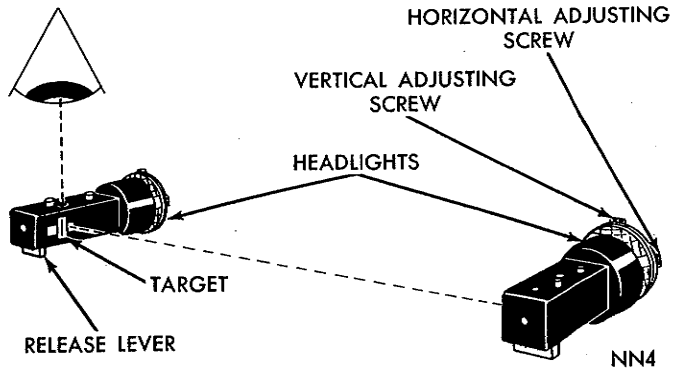

*Fig. 4—Mounting and Adjusting Aimers*
(1) While holding an aimer in alignment with lens of one headlight on Valiant, Barracuda, Satellite and Belvedere models and on an upper (top) headlight on Fury models, bring aimer up to and against head light lens. **Make certain that headlight lens pads are making full contact with aimer mounting flange and that aimer target is facing inboard.**
(2) Push release lever forward (to expel air from suction cup) and while holding aimer firmly against headlight aiming pads, slowly pull release lever back until spring lock engages in the slot, (Fig. 4).
(3) Mount second aimer on other side of vehicle, in same manner.
(4) On each aimer, set pointer to numeral 2 on **DOWN** side of the **DOWN-UP** scale.
(5) On each aimer position the pointer, of the **RIGHT-LEFT** scale, at **2-RIGHT.**